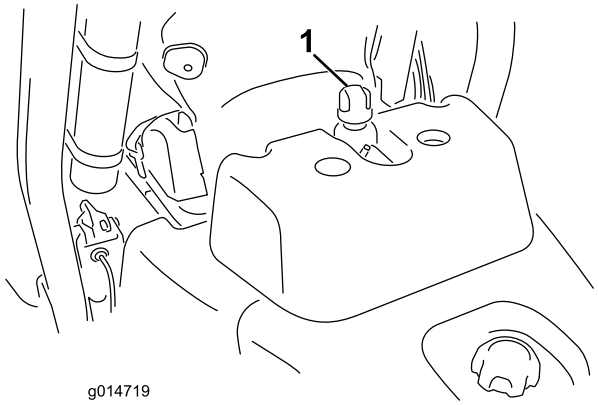

Figur 31
2. Fjern hætten fra beholderen (Figur 31).